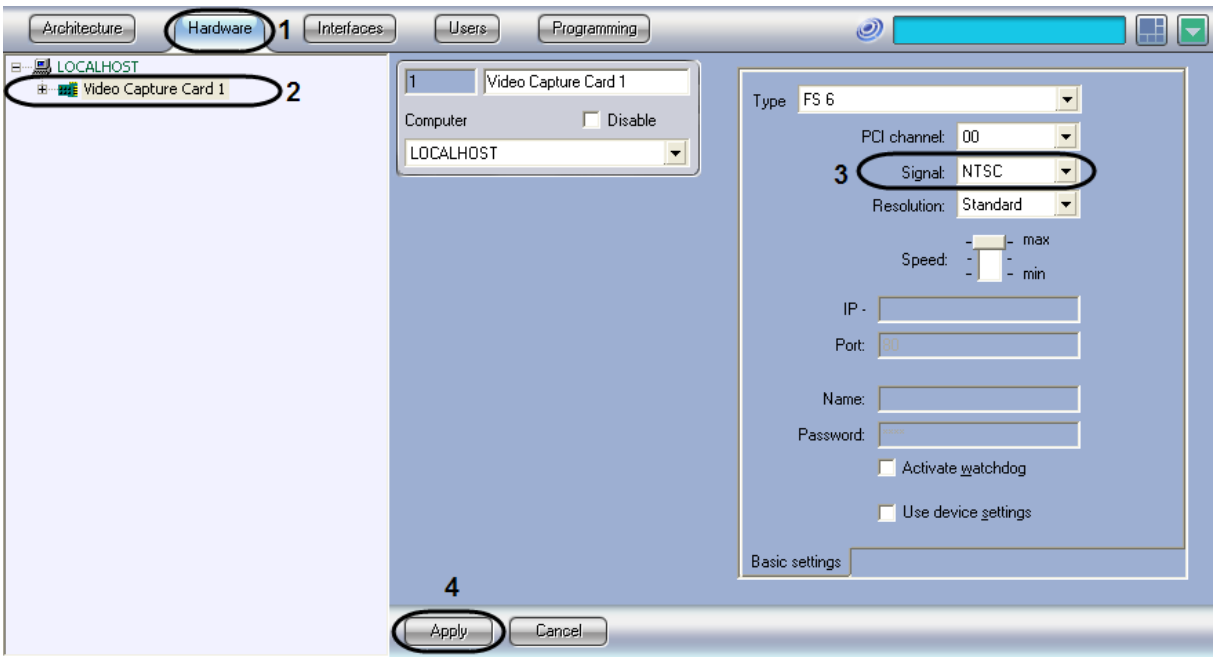

Figure 8.4-1 Selecting NTSC format
1. Go to the “Hardware” tab in the “System Settings” dialog box (Figure 8.4-1, 1).
2. In the objects tree of the “Hardware” tab, select the “Video Capture Card” object, created before (Figure 8.4-1, 2).The settings panel for the selected object is displayed on the right of the “Hardware” tab (Figure 8.4-1).
3. In the “Signal” drop-down list, select the “NTSC” value (Figure 8.4-1, 3).
4. Click the “Apply” button (Figure 8.4-1, 4).